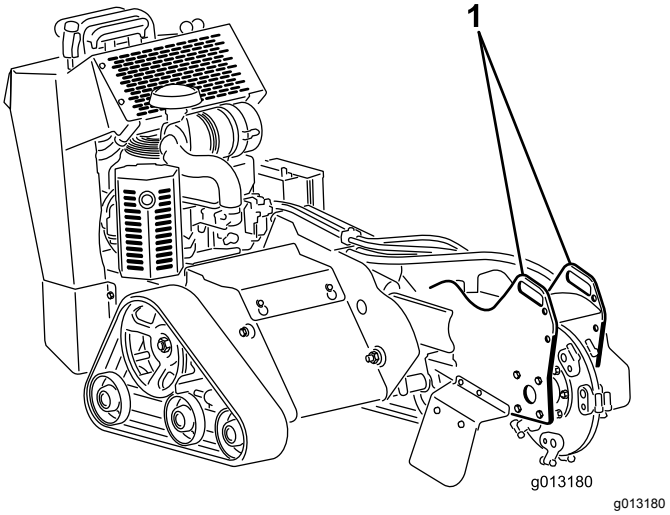
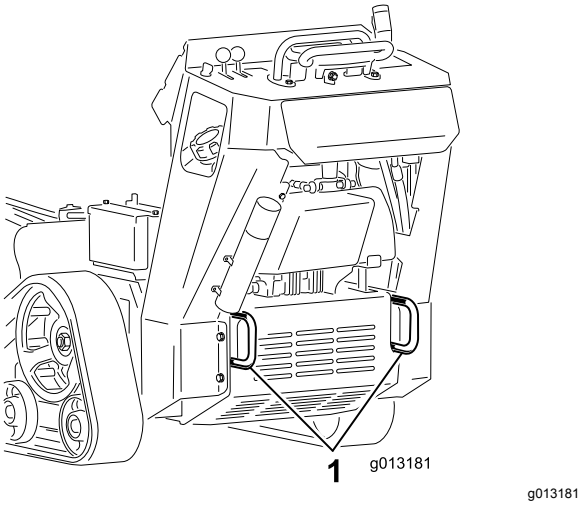

Figuur 19
Figuur 20
3. Bevestig de machine aan een aanhangwagen met kettingen of stroppen. Gebruik de bevestigings-/takelpunten aan de voor- en achterkant van de machine (Figuur 19 en Figuur 20). Raadpleeg de lokale vereisten inzake aanhangers en de bevestiging van machines.
U kunt de machine omhoogbrengen met behulp van de bevestigingspunten als hefpunten (Figuur 19 en Figuur 20).